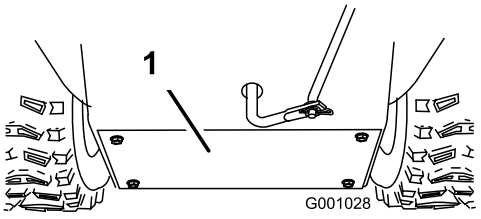

Figur 43
3. Fjern bakdekslet (Figur 43).